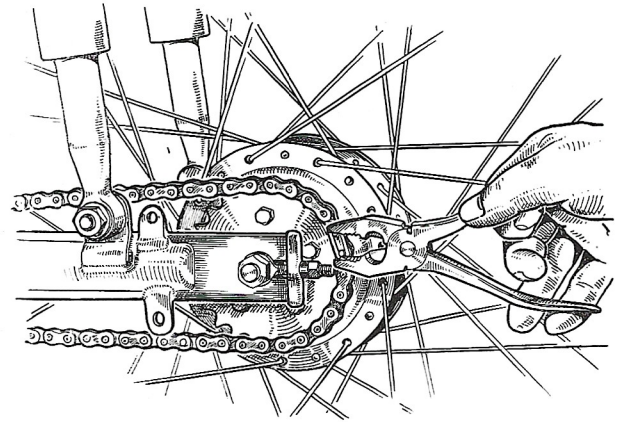

Fig. 17.
b) **Secundaire ketting :** De secundaire ketting heeft ten doel het achterwiel voor de aandrijving te verbinden met de motor. Het is noodzakelijk, de ketting van tijd tot tijd te smeren en zelfs om deze af te nemen, ten einde hem schoon te maken met benzine. Om de ketting af te nemen is het voldoende de kettingkast te verwijderen en de zekering van de ketting los te nemen, nadat men deze boven het achterkettingwiel gebracht heeft. Na de reiniging moet de ketting in een warm bad van gegrafiteerd dik vet gedompeld worden. Draag zorg bij het weder aanbrengen de zekering met de afgeronde zijde naar de bewegingsrichting van de ketting te plaatsen (afb. 17).